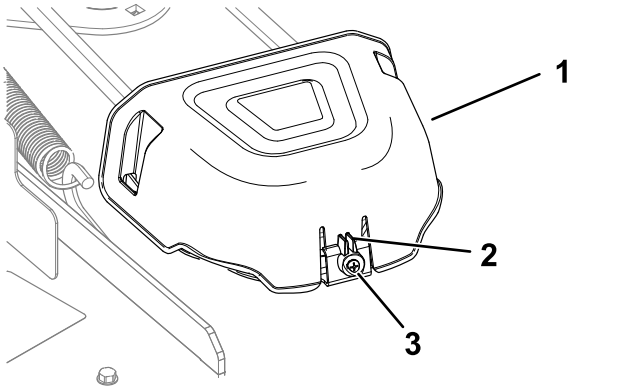

Figura 55
5. Afloje el tornillo y presione la pestaña en la cubierta para retirar las cubiertas de la polea (Figura 55).